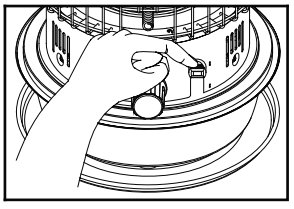

Fig. 10
- Empuje la palanca de encendido (Fig. 10) para poner en contacto el encendedor incandescente con la mecha. Esto hará que ocurra el encendido.